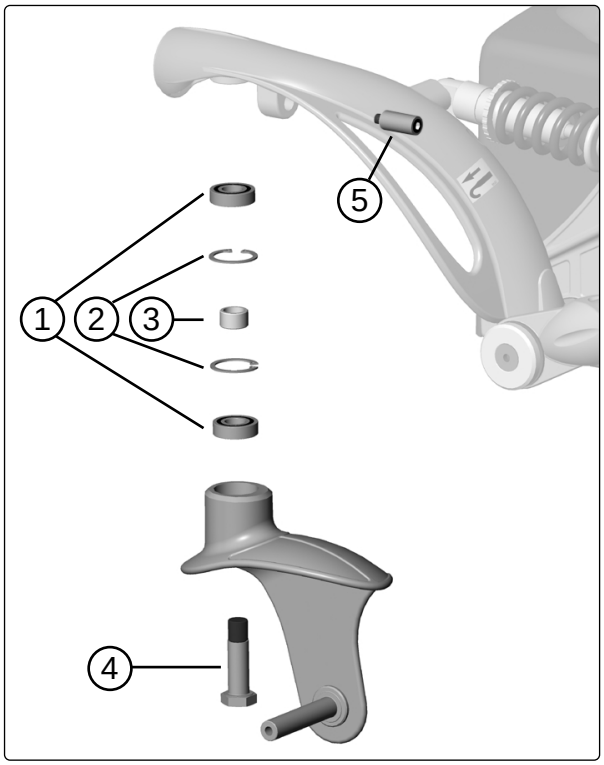

Abb. 26. Radgabel mit Reibungsbremse.
4. Demontieren Sie die Radgabel, die mittels Schrauben auf der Unterseite befestigt ist; s. Abb. 26.